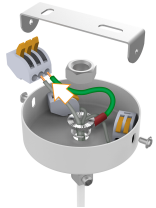

Рисунок 3
5. Подвести выведенный провод к питающей сети через потолочную чашу, предварительно заземлив ее, см. Рисунок 3;